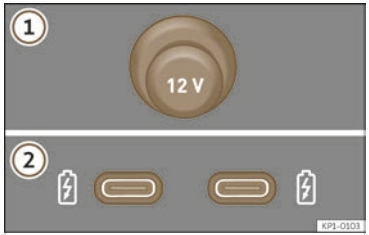

Fig. 173 Vehicle 12-volt socket.
>>> **Fig. 173**
Depending on the equipment and the country, the vehicle may also have USB connections **exclusively for charging or as a power socket** >>> **Fig. 173** ②.